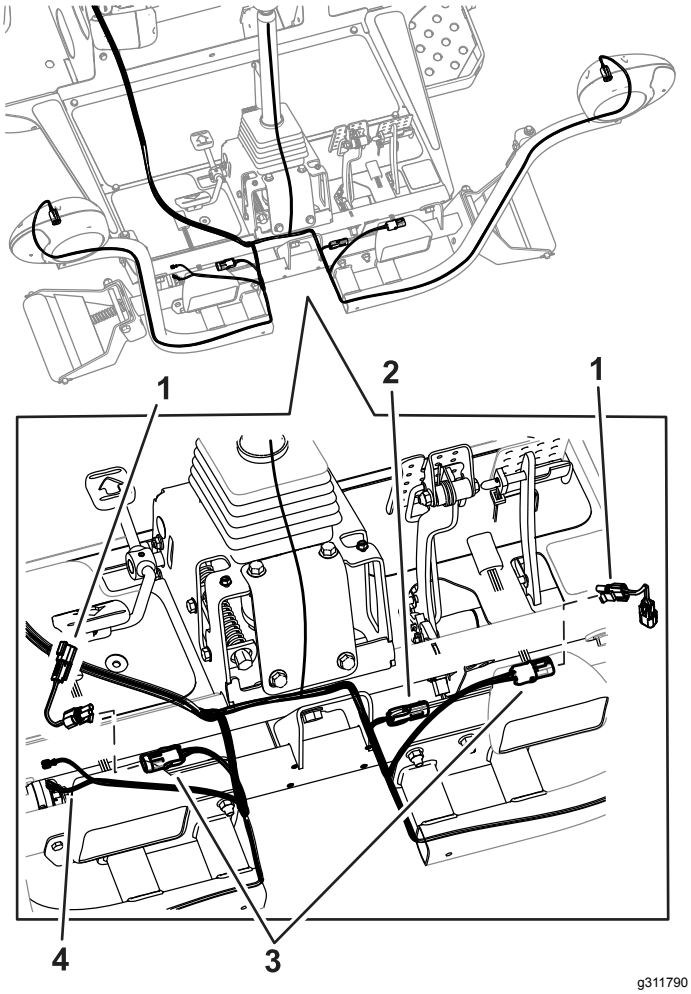

Figuur 26
7. Leid het voorste uiteinde van de kabelboom onder het bestuurdersplatform naar de voorkant van de tractie-eenheid (Figuur 26).
8. Voor machines met ledkoplampen: monteer de kabelbomen van de verbindingsdraad getoond in Figuur 26.
9. Draai de kabelboomaansluitingen door de overeenkomende koplampbeugel en sluit deze aan op de koplamp (Figuur 26).
10. Koppel het kabelboomuiteinde met de 2 aansluitingen aan op de claxon (Figuur 26).